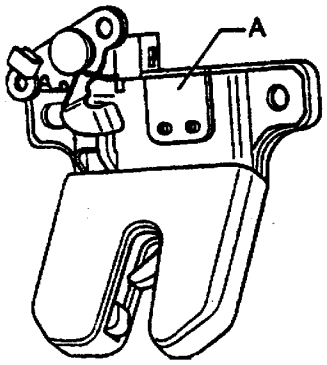

图 6－80
(1) 拆卸
①如图 6－80 所示。拆下开关的塑料保护罩 A。